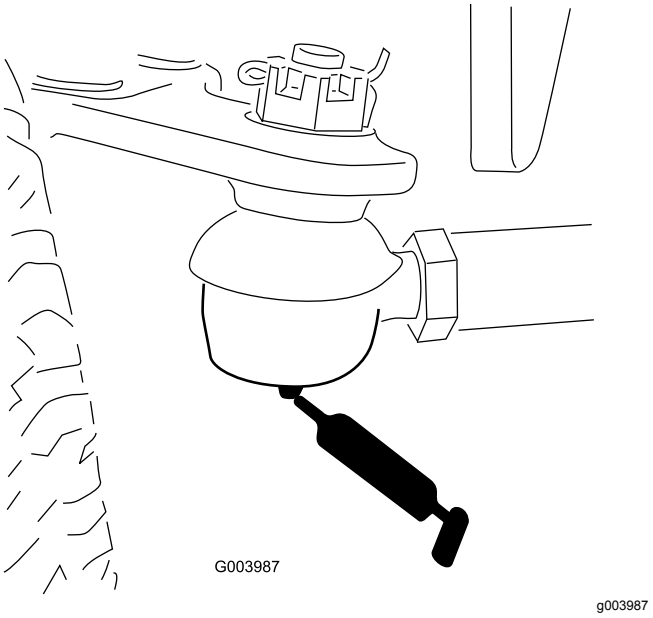

Figur 66
- Bagakslens forbindelsesstang (2) (Figur 66)